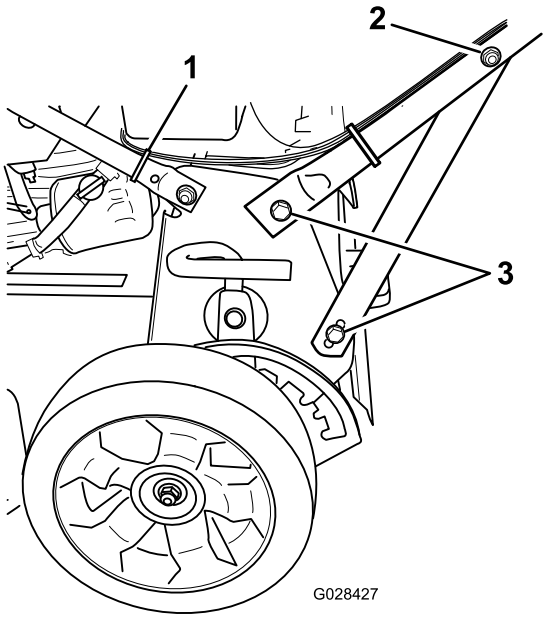

Figur 5
4. Trekk til festene som støtter håndtaket på begge sider av maskinen som vist i Figur 5.
2. Mutter på håndtaksstøttebrakett (2)
3. Bolt (4)
5. Monter et kabelfeste for å feste kablene til det nedre håndtaket på plasseringen som vises i Figur 5 og klipp av det overskytende materialet fra festet.